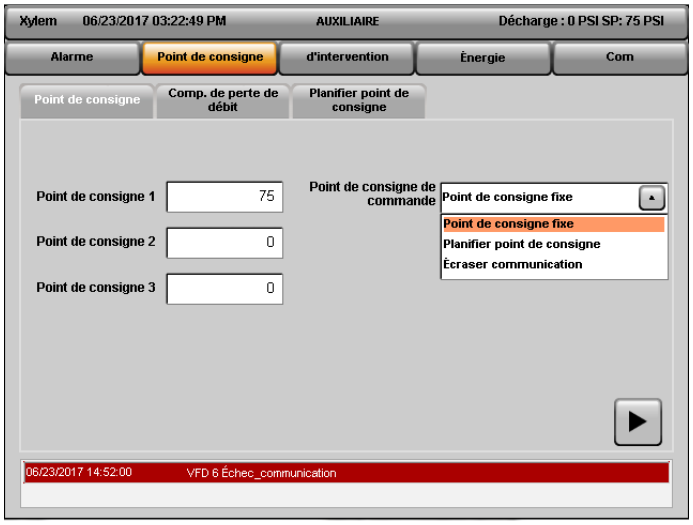

Figure 5.4.1 – Page Configuration du point de consigne
- **Point de consigne fixe** –Lorsque le point de consigne fixe est sélectionné comme point de consigne de contrôle, le point de consigne est alors calculé en fonction des valeurs au Point de consigne 1, au Point de consigne 2 et au Point de consigne 3 comme l'illustre la Figure 5.4.1.